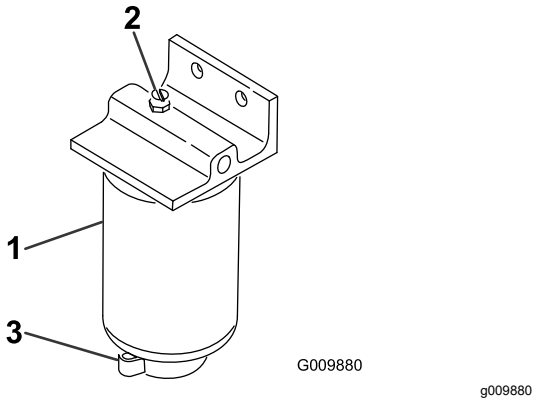

**Figur 58**
3. Lossa avtappningsventilen i botten på filterskålen (Figur 58).
2. Rengör området där filterskålen ska monteras (Figur 58).